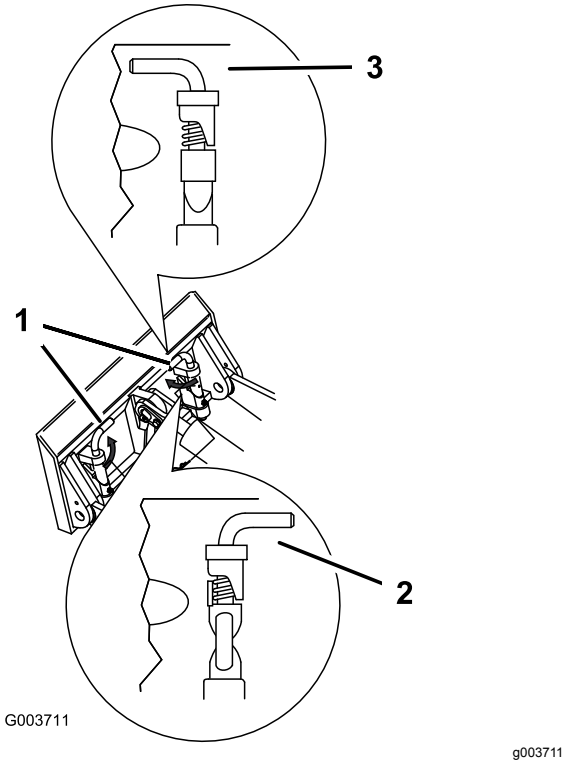

**Figur 16**
7. Koppla in snabbfästpinnarna och se till att de är ordentligt inskjutna i fästplåten (Figur 16).